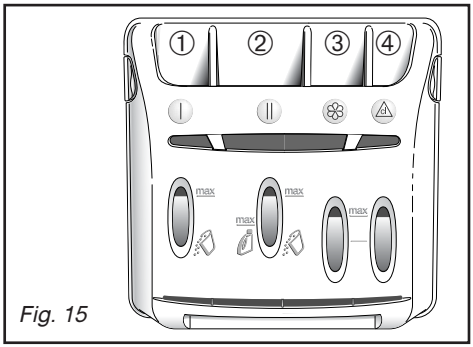

Fig. 15
• *CHARGEMENT DES PRODUITS DE LAVAGE* *(Fig. 15)*